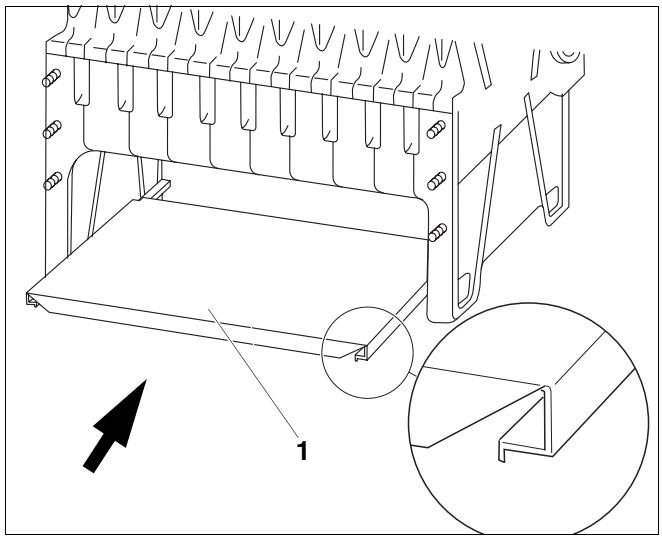

Afb. 38 Bodemplaat inschuiven
- Schuif de bodemplaat (afb. 38, **pos. 1**) in de vuurhaard; open zijde naar onder.